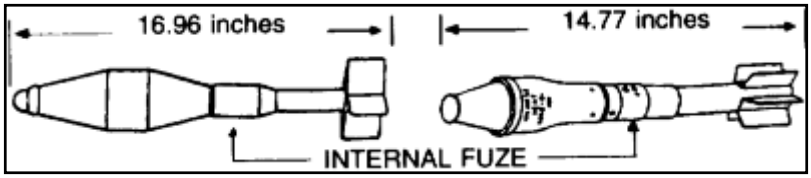

Figure 093-401-5040-8b.
(3) Thrown (figures 093-401-5040-9a through 093-401-5040-9b):